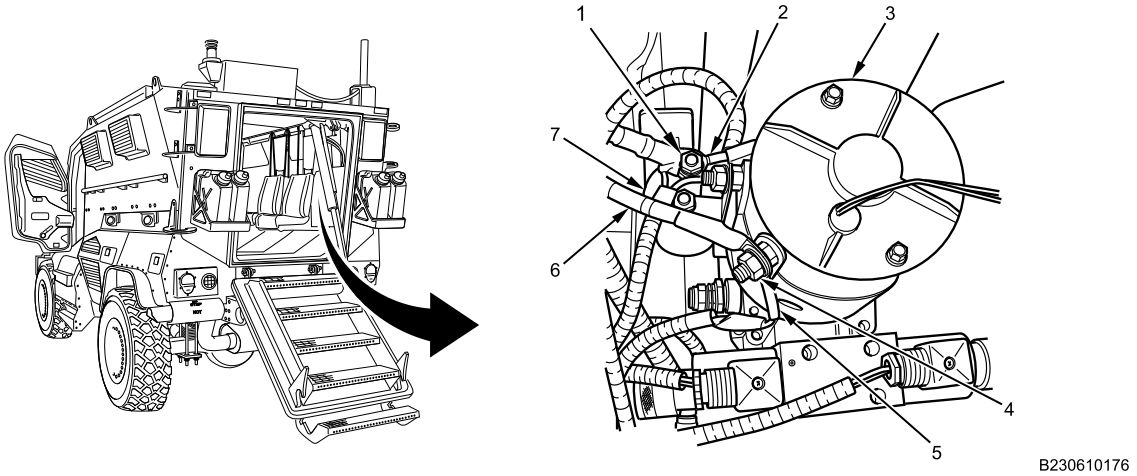

Figure 1. Rear Door/Ramp Motor Ground and Solenoid Wires.
1. Remove nut (Figure 1, Item 4), lockwasher, ground wire (Figure 1, Item 5), and ground cable (Figure 1, Item 6) from door/ramp motor (Figure 1, Item 3). Lockwasher hidden. Discard lockwasher.
2. Remove nut (Figure 1, Item 1), lockwasher, and solenoid battery wire (Figure 1, Item 2) from solenoid (Figure 1, Item 7). Lockwasher hidden. Discard lockwasher.